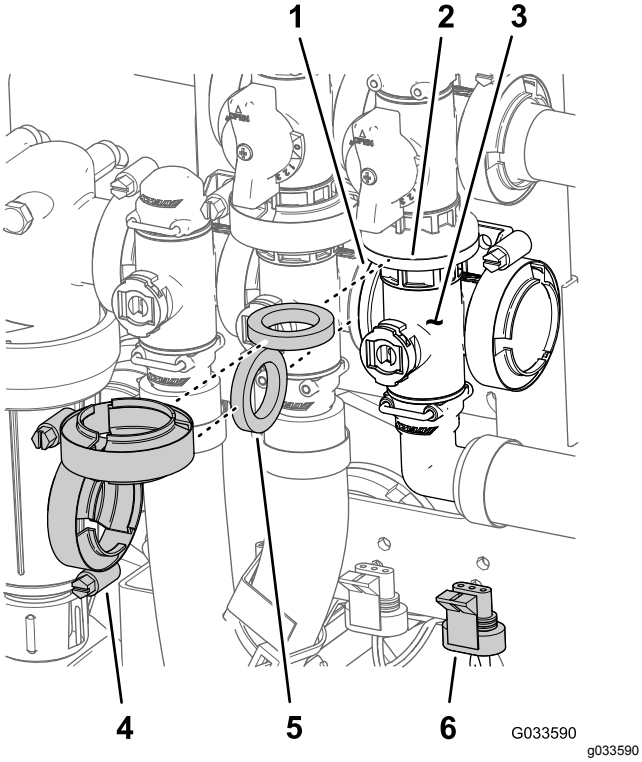

Figur 117
1. Ta bort flänsklämmorna och packningarna som fäster huvudsprutrampventilens grenrör (Figur 117) vid huvudsprutrampens överströmningsventil, omrörningsventilen och det 90-gradiga vinkelröret med fläns (vid änden av flödesmätarens slang).